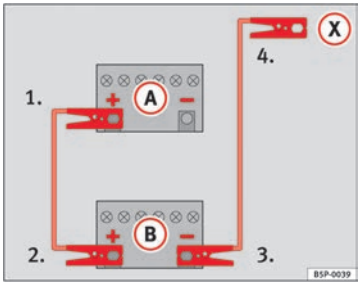
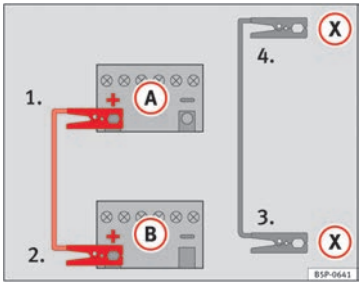

Fig. 172 Esquema de conexión para vehículos sin sistema Start Stop.
Fig. 173 Esquema de conexión para vehículos con sistema Start Stop.
– Emborne un extremo del cable *rojo* de emergencia al polo positivo (+) del vehículo con la batería descargada (A) ⇒ fig. 172.
– Emborne el otro extremo del cable *rojo* de emergencia al polo positivo (+) del vehículo que suministra la corriente (B).
– Emborne un extremo del cable *negro* de emergencia al polo negativo (–) del vehículo que suministra la corriente (B) ⇒ fig. 172.
– Emborne el otro extremo del cable *negro* de emergencia (X), en el vehículo con la batería descargada, a una pieza de metal maciza que vaya atornillada al bloque motor o al mismo bloque motor pero más alejado posible de la batería (A).
– Emborne un extremo del cable *rojo* de emergencia al polo positivo (+) del vehículo con la batería descargada (A) ⇒ fig. 173.
– Emborne un extremo del cable *negro* de emergencia (X) a un terminal de masa adecuado, a una pieza de metal maciza que vaya atornillada al bloque motor o al mismo bloque motor ⇒ fig. 173.